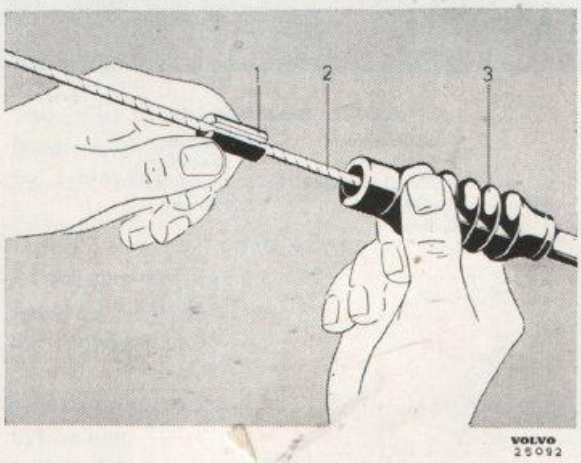

Bild 7-30. Montering av gummikåpa
Har handbromsvajerns gummikåpa av någon anledning skadats måste den bytas ut. I annat fall kan vatten och smuts tränga in och orsaka fastrostning. För detta byte finns en speciell gummikåpa med tätningspropp (detaljnr 86850 resp. 86851). Vid bytet lossas dragstången från hävarmen och vajern hakas av från dragbygeln. Klipp upp den gamla kåpan och träd på den nya. Haka på vajern på dragbygeln och montera tillbaka dragstången. Sätt på den uppslitsade tätningsproppen (1, bild 7-30) på vajern (2) och tryck in den i gummikåpan (3).